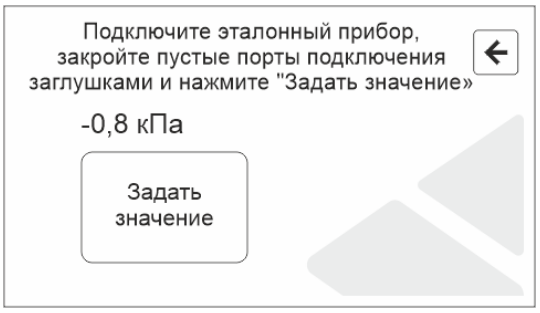

Рисунок 14 – Меню УСТАНОВКА ШКАЛЫ, задание разрежения.
2. Выберите пункт УСТАНОВКА ШКАЛЫ для установки размерности шкалы преобразования (рис.14).